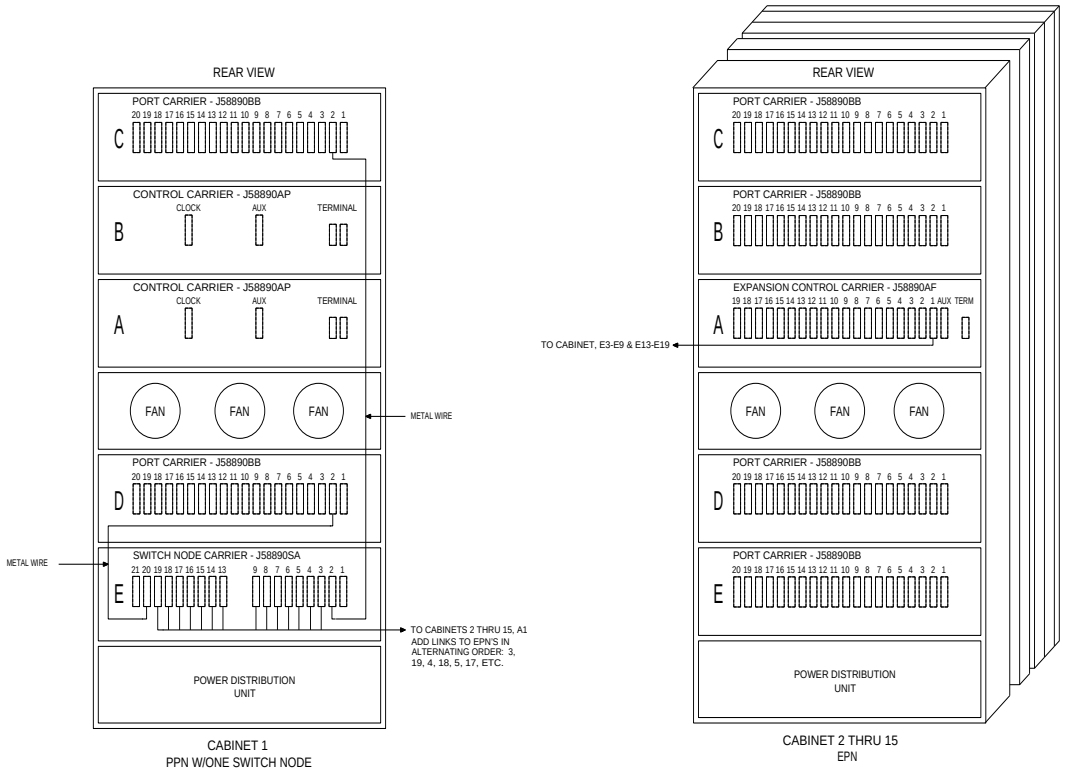

Figure 6-36. Fiber-Optic Connections through Center Stage Switch
1. Behind the PPN cabinet (see Figure 6-36):
2. Behind switch node carrier E of PPN cabinet 1 (see Figure 6-36):